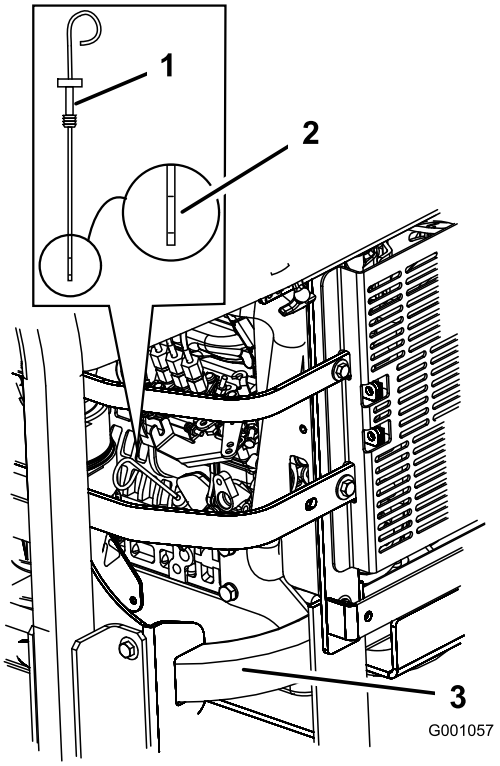

Figur 42
3. Rengjør rundt peilestaven (Figur 42), slik at smuss ikke kan komme ned i påfyllingshullet og kan skade motoren.
4. Trekk ut peilestaven og tørk av metallenden (Figur 42).
5. Skyv peilestaven helt inn i røret. Dra peilestaven ut og se på metallenden (Figur 42). Hvis oljenivået er lavt, hell sakte i nok olje i påfyllingshullet for å fylle nivået til Full-merket.